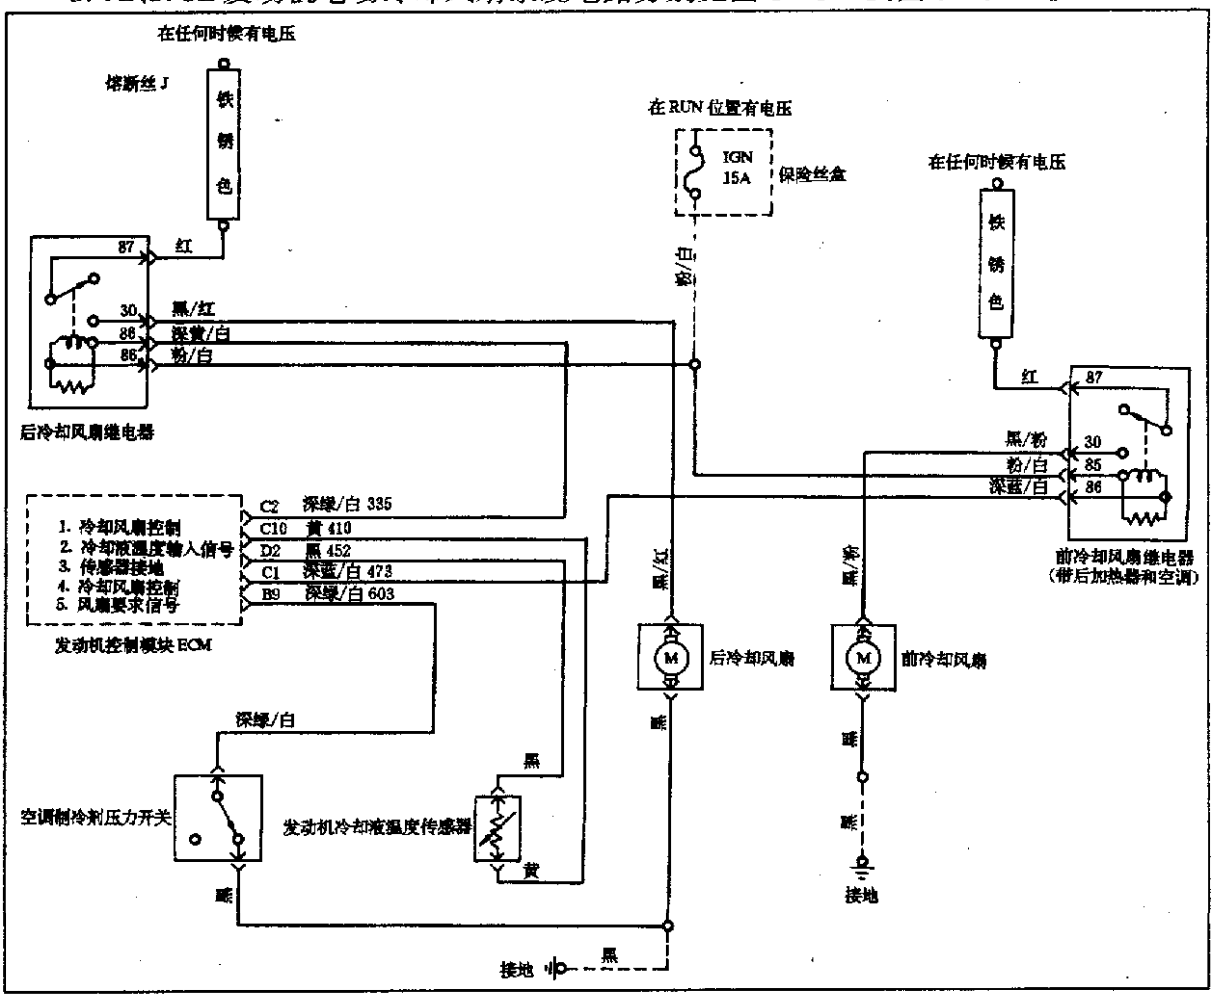

图1-5-1 3.1L发动机电动冷却风扇系统电路
3.1L、3.8L发动机电动冷却风扇系统电路分别见图1-5-1、图1-5-2。